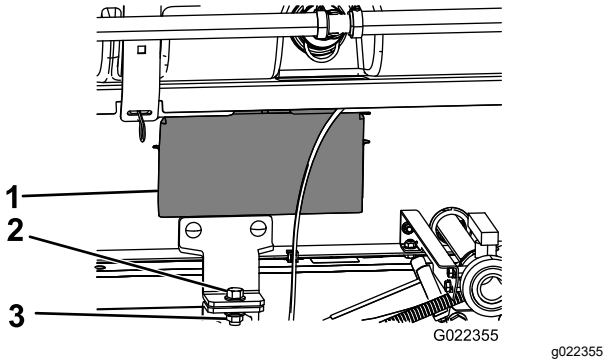

Figure 34
5. Remove the access panels at both sides of the skid frame (Figure 34).
8. Secure the hold down bracket of the tank skid assembly to the bed bracket on the frame at each side of the machine with a bolt (1/2 x 1-1/2 inches) and a locknut (1/2 inch) as shown in Figure 34.